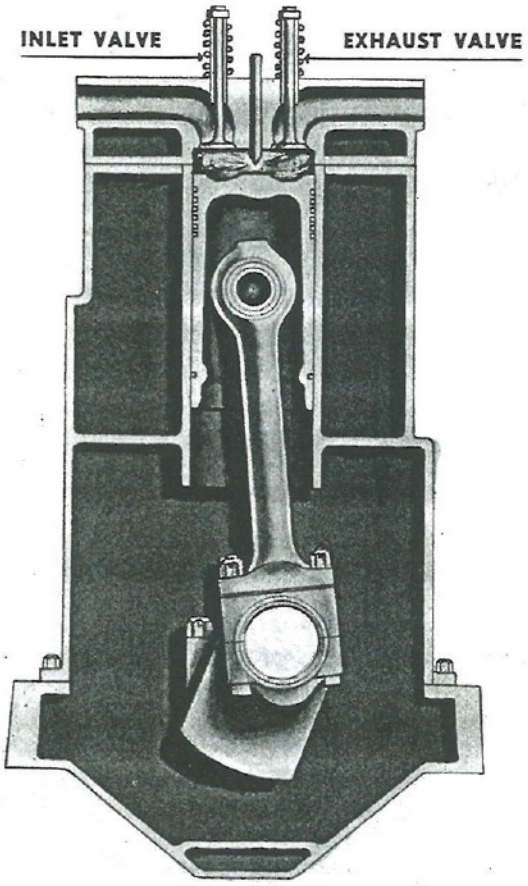

Fig. 6. Piston on Power Stroke
c. Power Stroke. When the piston nearly reaches the top of the cylinder, as shown in Fig. 6, both the intake and exhaust valves remain closed. However, another valve, called the spray valve, opens to admit a fine spray of Diesel fuel. This is forced into the hot compressed air under high pressure. As soon as this spray hits the hot air it is set on fire. The burning of the fuel creates an expansion of hot gases, and this expansion forces the piston down.